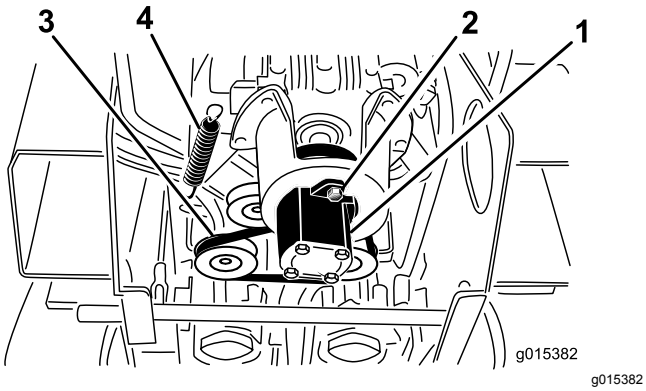

Figuur 50
5. Draai de 2 pompbouten los (Figuur 50).
6. Draai de pomp linksom en laat ze van de poelie vallen (Figuur 50).
7. Gebruik een veertrekker (neem contact op met uw erkende servicedealer) een stijve metalen haak om het uiteinde van de spanpoelieveer van de veerbout te trekken en zo de spanning van de riem te nemen (Figuur 50).